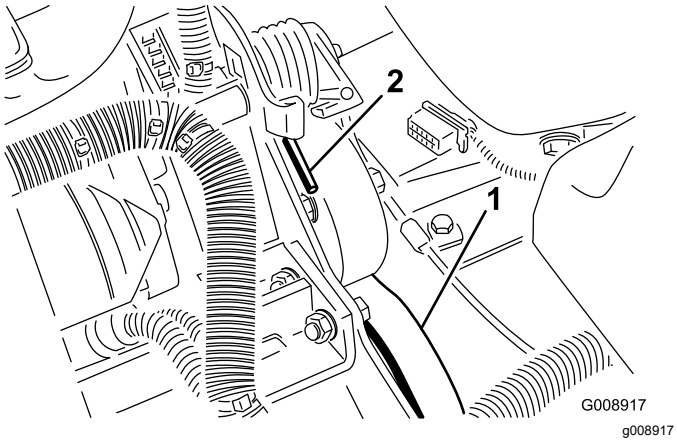

Figur 74
3. Trykk ned og frem på fjærenden (Figur 74) for å hekte den av braketten og frigjøre fjærens spenning.